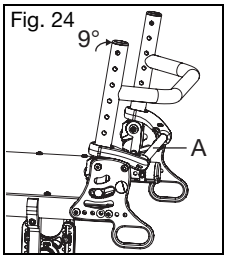

Fig. 24
How to Use the Relaxed Position (Fig. 24)
1. Lean forward slightly to take the load off the latching pins and then pull up on the release bar (Fig. 24:A) and lean back into the relaxed position.